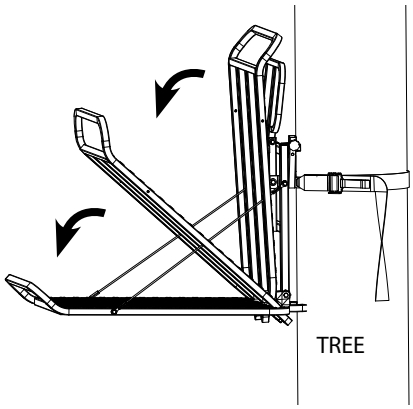

Figure 6
d. Once securely attached, pull stand platform down. This lever-action will snug stand up tight to tree to prevent any shifting. Redo as necessary to accomplish a snug stand-to-tree fit. All four contact bars must be touching tree! **SEE FIGURE 6.**
e. The tension on strap will not allow any slippage due to roller bar tension of buckle. Proper installation should be checked prior to stepping onto platform to ensure safety. **SEE FIGURE 6.**